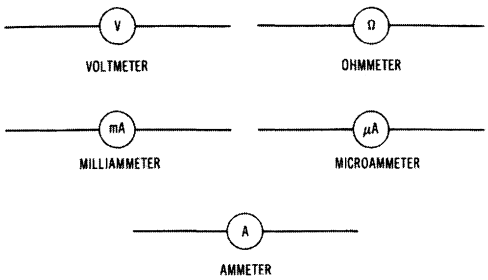

FIGURE 1-1J
11. A meter called a VOM, or multimeter, is designed to measure several electric quantities. Generally a switch called the *function switch* is used to control what the meter is to measure. Most VOMs are capable of measuring volts, ohms, milliamperes, and amperes. The symbols for a VOM as it is adjusted to each function are shown in Fig. 1-1J.